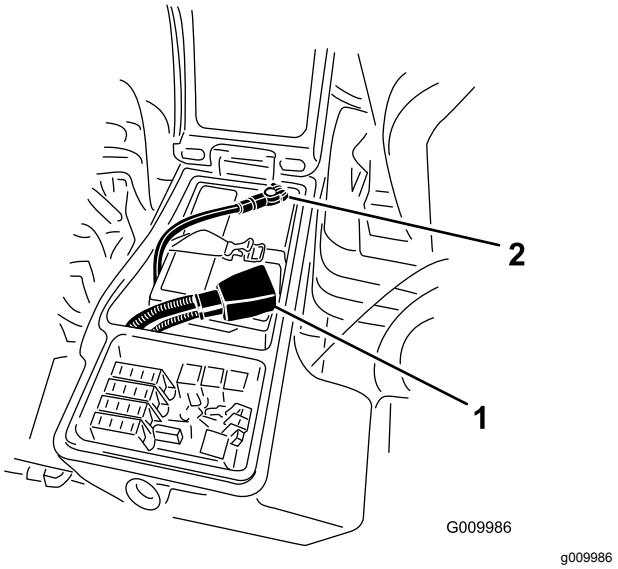

Figuur 61
4. Bevestig de pluskabel (rood) aan de klem van pluspool (+) van de accu en de minkabel (zwart) aan de klem van minpool (-) van de accu (Figuur 61).